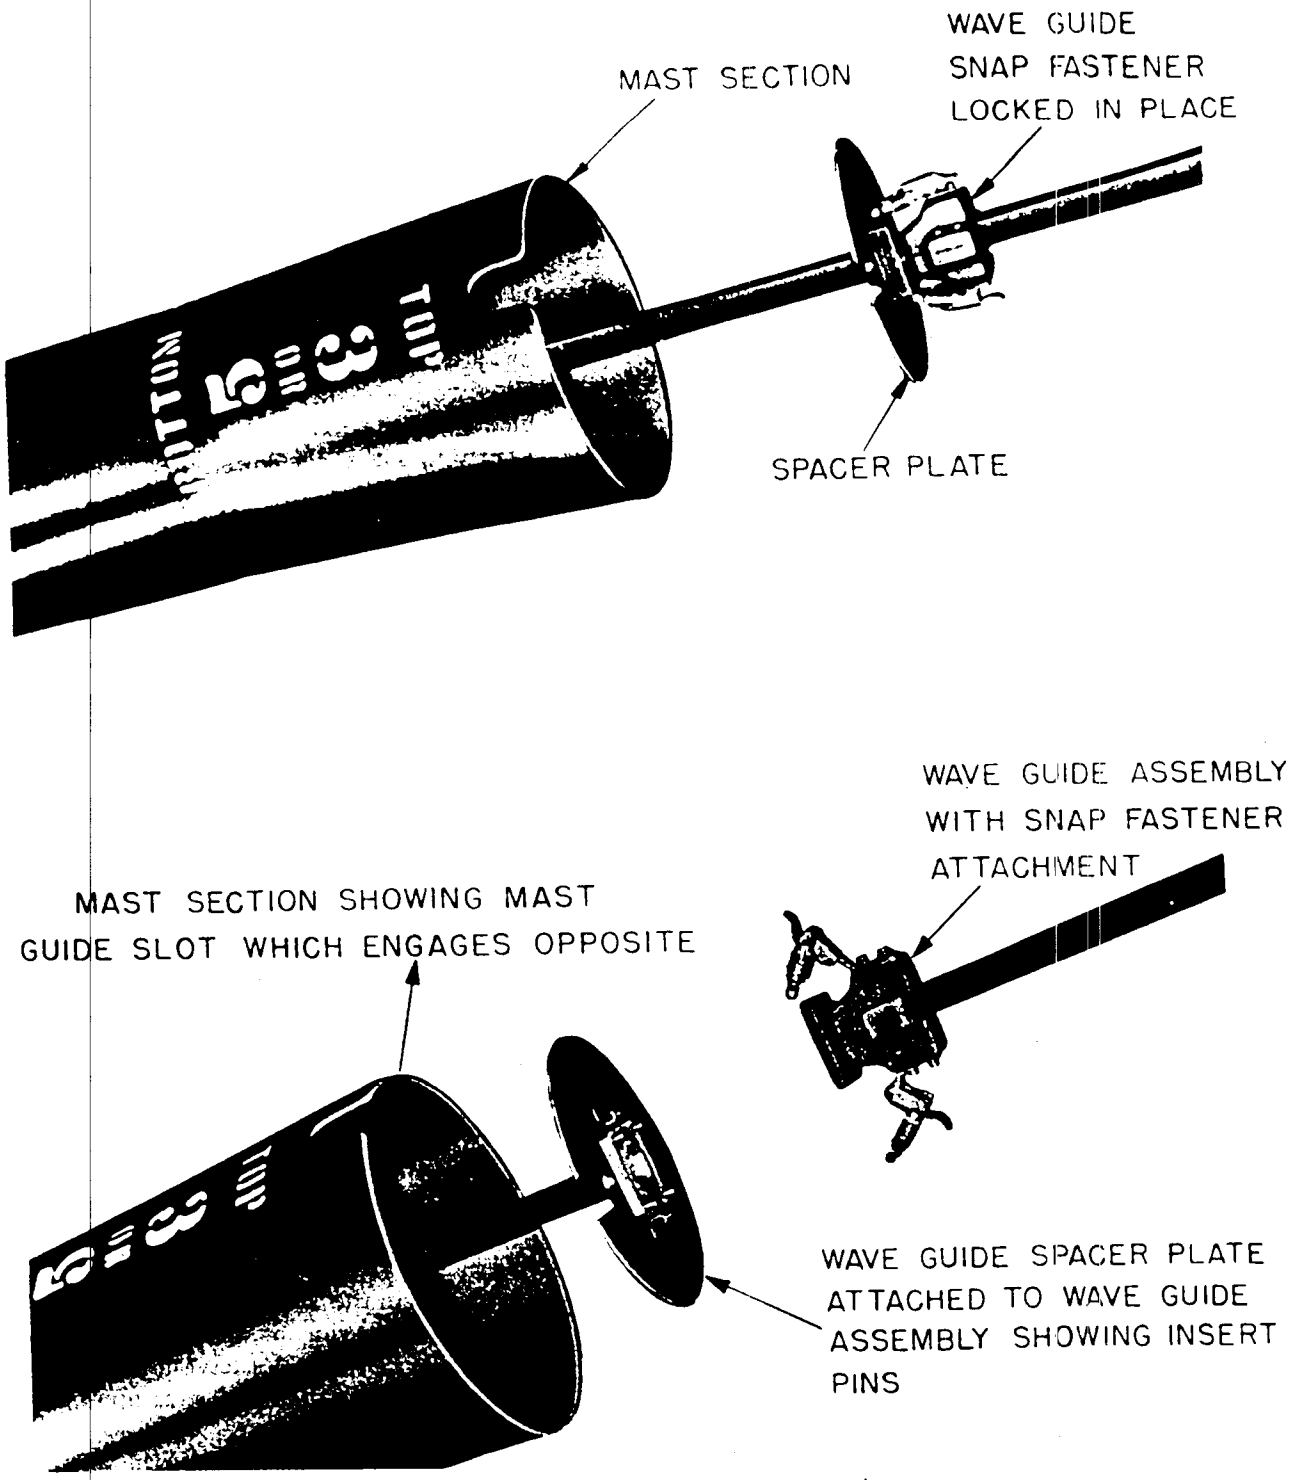

*Figure 215. Waveguide section connections.*
**7** and **8** fasten the second waveguide section to the first waveguide section. The waveguide sections are fastened together by two snap fasteners which engage the corresponding waveguide section (fig. 215). When the sections are fastened together, the choke flange portion matches the plane flange. They are correctly positioned when the guide insert pins engage the holes on the flange end. Spacers attached to the waveguide section position the section within the assembly.